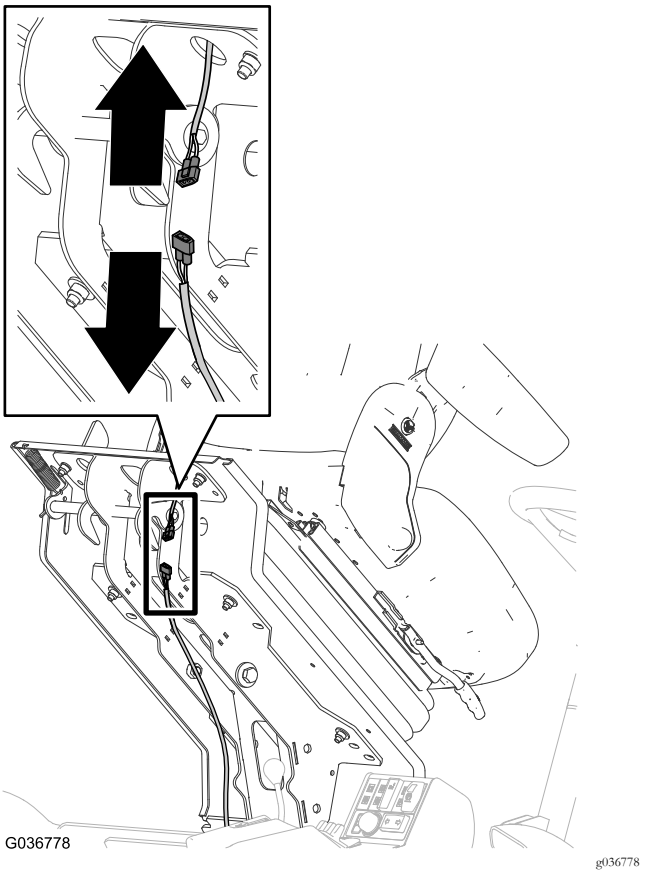

Figure 8
1. Débranchez le connecteur associé au faisceau du siège du connecteur du faisceau de la machine (Figure 8).